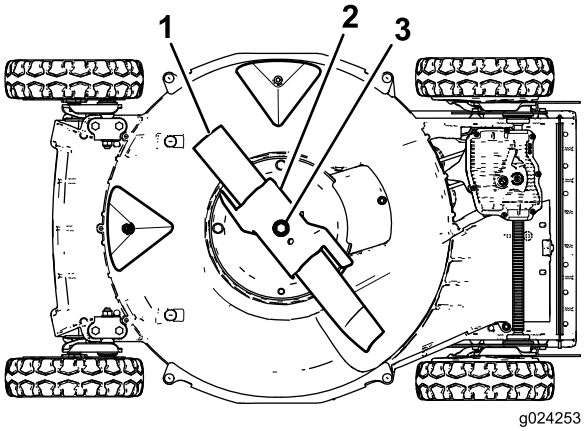

Figur 23
4. Tippa maskinen på dess **högra** sida (luftrenaren uppåt) enligt Figur 23.